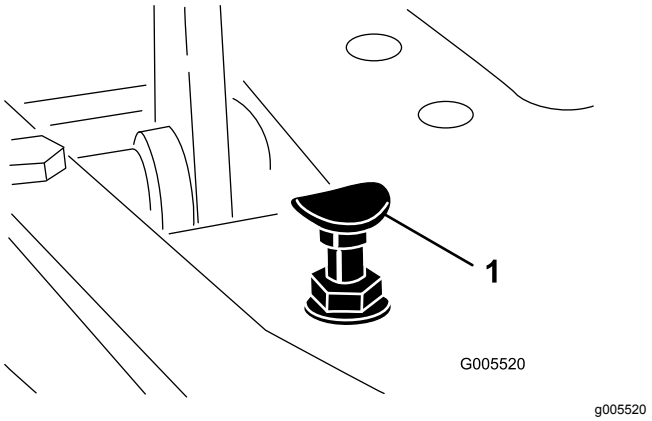

Figur 53
For å oppnå maksimal transporthastighet, må du sette styrespaken i Transport-stilling og trykke inn trekkpedalen. Hvis du kan tråkke pedalen helt inn (Figur 53) før det er spenning i kabelen, er det nødvendig med en justering.
1. Sett styrespaken i transport-stillingen og løsne på låsemutteren som fester pedalstopperen til gulvplaten (Figur 53).